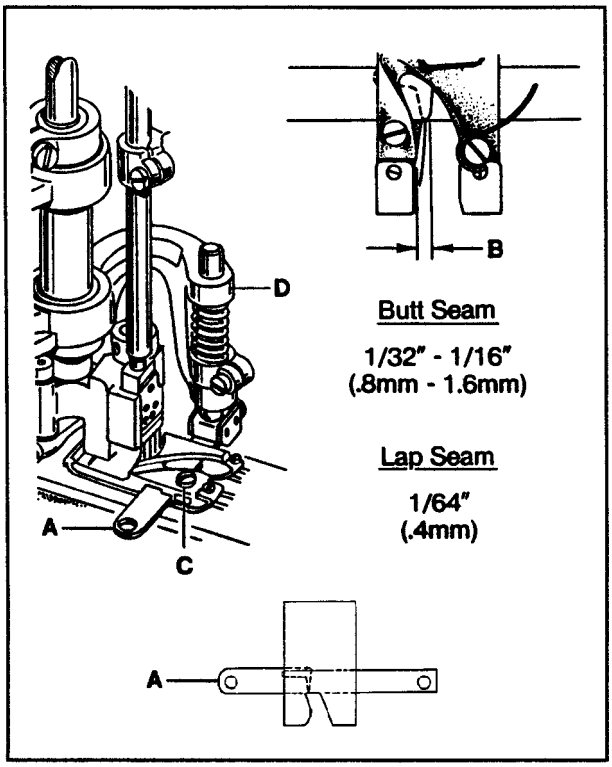

FIG. 29
To make the adjustments for a lap seam, position lower knife (A, Fig. 29) in the foot so it extends 1/64" (0.4mm) past the right side of the left toe (B) (approximately even with the first needle). Loosen screw (C) and move knife in or out as required. Tighten screw (C) securely.